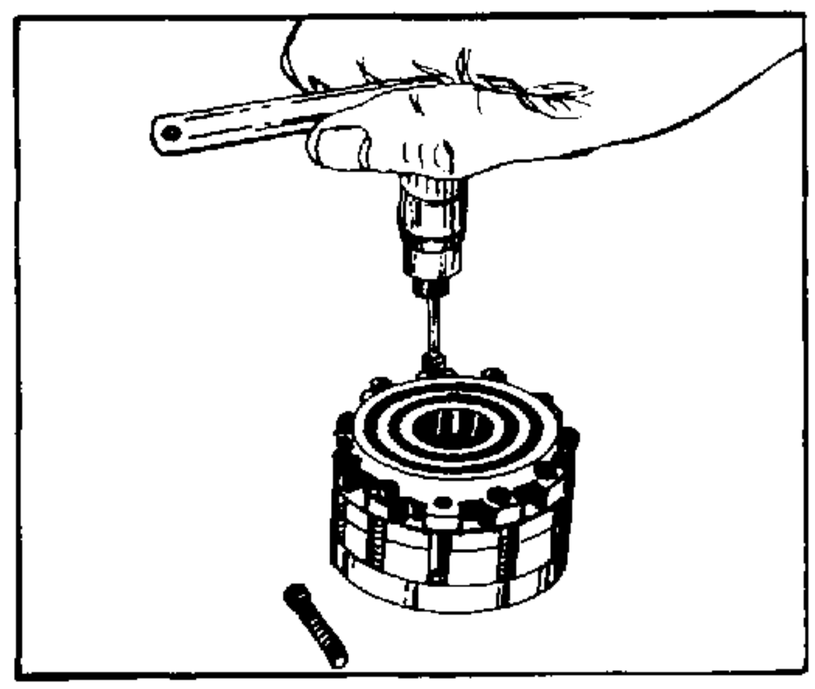

FIGURE 23.
27. Remove the eleven hex socket head screws (18), that hold the metering package together. See figure 23. Use a 3/32 inch Allen wrench. Inspect screws for thread and socket damage and replace as required.